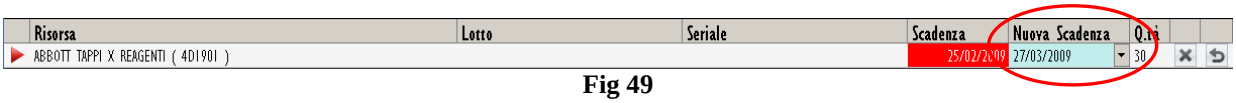

Fig 49
- click the cell indicating the resources' "new expiration date" (Fig 49).